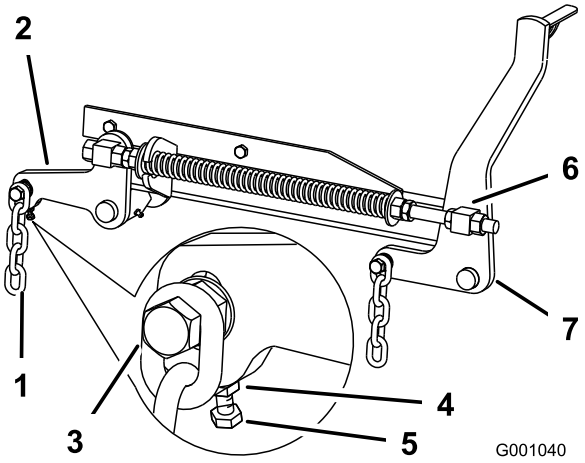

Figur 68
7. Hvis målingerne ved position **B** eller **C** ikke er korrekte, skal du løsne bolten, som fastholder bagkæden til den bageste støttearm (Figur 68).
8. Løsn kontramøtrikken under den bageste støttearm, og juster justeringsbolten for at opnå et mål på 79 til 83 mm (Figur 68).
7. Løsn de forreste drejeleds kontramøtrikker ved forenden af højre og venstre drejeled, ca. 13 mm (Figur 68).
8. Juster løftemøtrikkerne på maskinens venstre og højre side for at få en måling, der er 6 til 10 mm lavere foran ved **A** end bagest ved **B** (Figur 68).